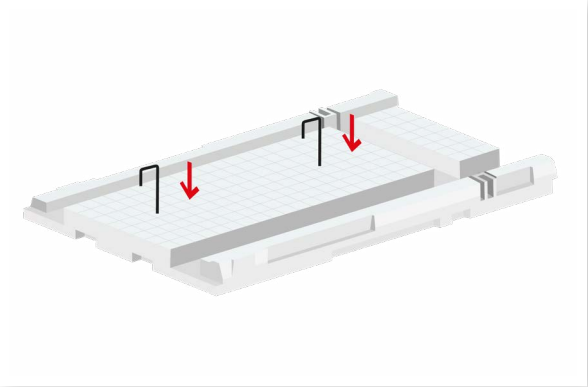

Afbeelding D.02
- Fixeer de hoekelementen met 2 haringen en de overige bodemelementen met minimaal 1 haring per element in de vooraf gedefinieerde gaten. ***(Afbeelding D.02)***